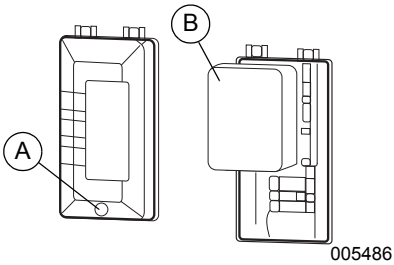

*Figure 4-4. Air Filter Assembly*
1. Unscrew bolt (A) and remove air filter cover. See *Figure 4-4*.
2. Wash filter (B) in soapy water. Squeeze dry in clean cloth (DO NOT TWIST).